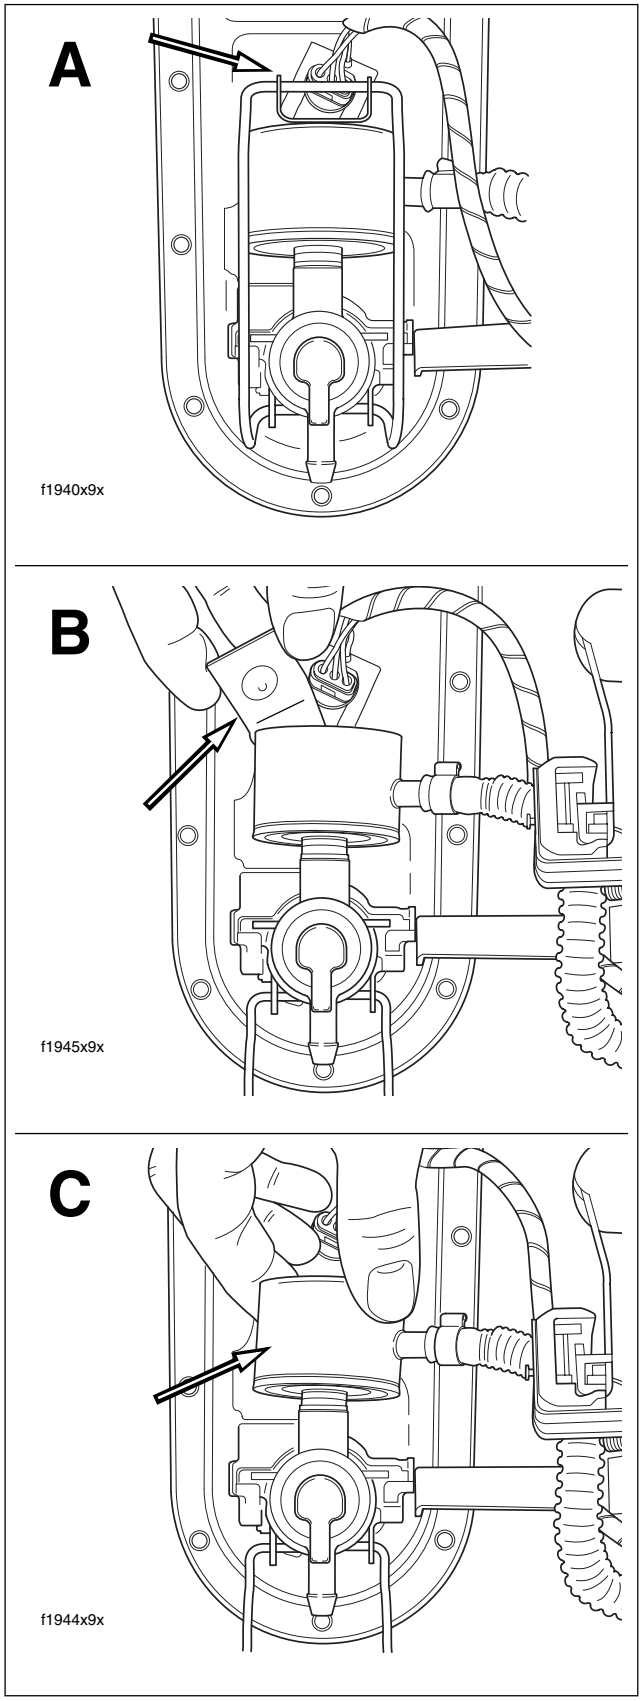

Figure 9-18. Remove Fuel Filter Canister (FLHR/C/S/I)
a. Pull wireform to release from slots on fuel filter canister bracket. See A of Figure 9-18.
b. Use hinge to swing wireform out of the way. Move canister bracket forward to disengage tab from slot on canopy weldment. See B of Figure 9-18.
c. Pull fitting on canister from fuel pressure regulator assembly. See C of Figure 9-18.
a. Install **new** O-ring onto fitting of fuel filter canister. Insert fitting into fuel pressure regulator assembly, so that inlet port is on fuel pump side. See C of Figure 9-18.
b. Slide tab on canister bracket into slot of canopy weldment until bump on bracket engages depression at side of canister. See B of Figure 9-18.
c. Use hinge to rotate wireform over canister bracket. Press on wireform until it fully engages slots on canister bracket. See A of Figure 9-18.